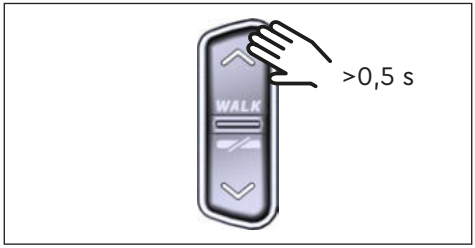

Fig. 9: Activeer duwhulp
▶ Druk, bij een stilstaande e-bike, langer dan 0,5 s op de knop UP op de Remote (zie Fig. 9), om de duwondersteuning te activeren.